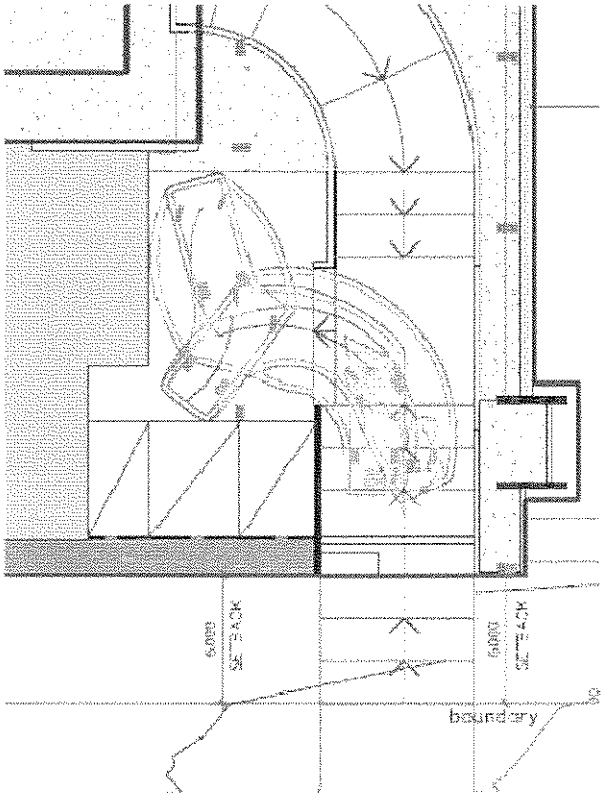

Figure 2: SRV Turn Movements in Service Yard
- Food deliveries for developments of this type and scale are usually via a VAN with occasional access required for an SRV. Figure 2 shows that an SRV's movements can be accommodated in the service yard. A clearance of 2.7m is provided which will accommodate most SRV's.